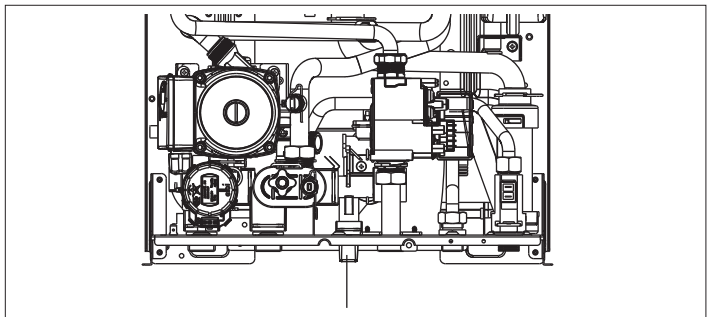

Рис. 3.12a
- Откройте подпиточный кран (рис.3.12a) и держите его открытым, пока давление в контуре не вернётся в пределы от 1 до 1,5 бар.